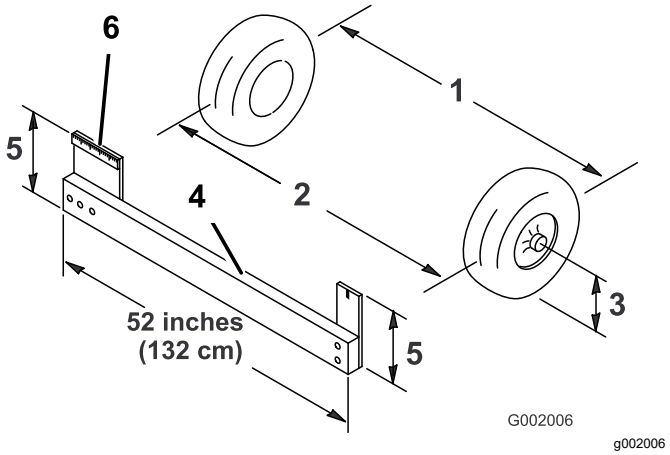

Figura 51
4. Meça a distância entre os pneus dianteiros na altura do eixo na parte da frente e na parte de trás dos pneus dianteiros (Figura 51).
Nota: Você precisará de um dispositivo de fixação ou medidor de alinhamento para medir a parte de trás dos pneus dianteiros na altura do eixo. Use o mesmo dispositivo de fixação ou medidor de alinhamento para medir com precisão a parte da frente dos pneus dianteiros na altura do eixo (Figura 51).